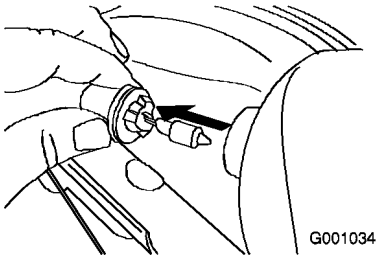

Figura 52
3. Togliete la lampadina dal retro del faro (Figura 52).